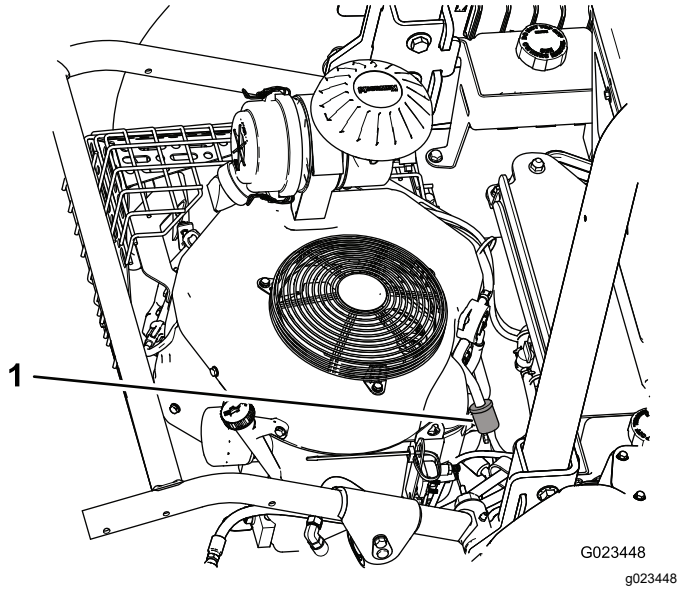
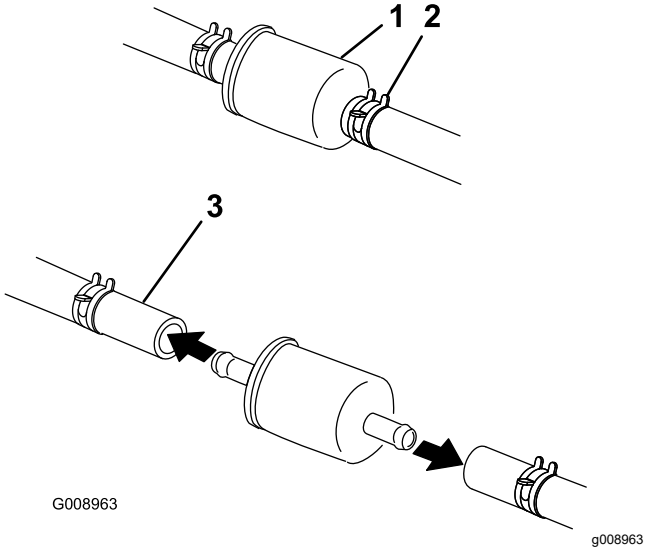

**Figuur 45**
**Figuur 46**
2. Zet de slangklem aan de carburatorzijde van het filter los en neem de brandstofleiding van het filter (Figuur 45 en Figuur 46).